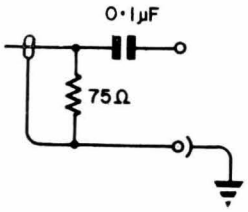
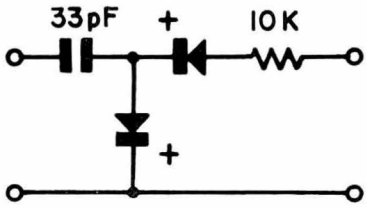

Fig. 1
Fig. 2
(1) 5.5 MHz. sweep.
(2) Injection probe. (Fig. 1).
(4) Display Unit.
(5) Detector. (Fig. 2).
(a) Inject 5.5 MHz. sweep through probe of Fig. 1 to junction of L111 and R124 (base of TR106). Connect detector (Fig. 2) to collector of video output (TR107) and connect display unit to output of detector.
(1) IF sweep.
(2) IF injection probe. (Fig. 1).
(3) Attenuator.
(5) 4.0 Volt bias supply.
(b) Open link between C120 and R115, and using probe of Fig 1, connect the output of the sweep through the attenuator to the R115 side of the link. The earth connection should be made to the earth point of C128.